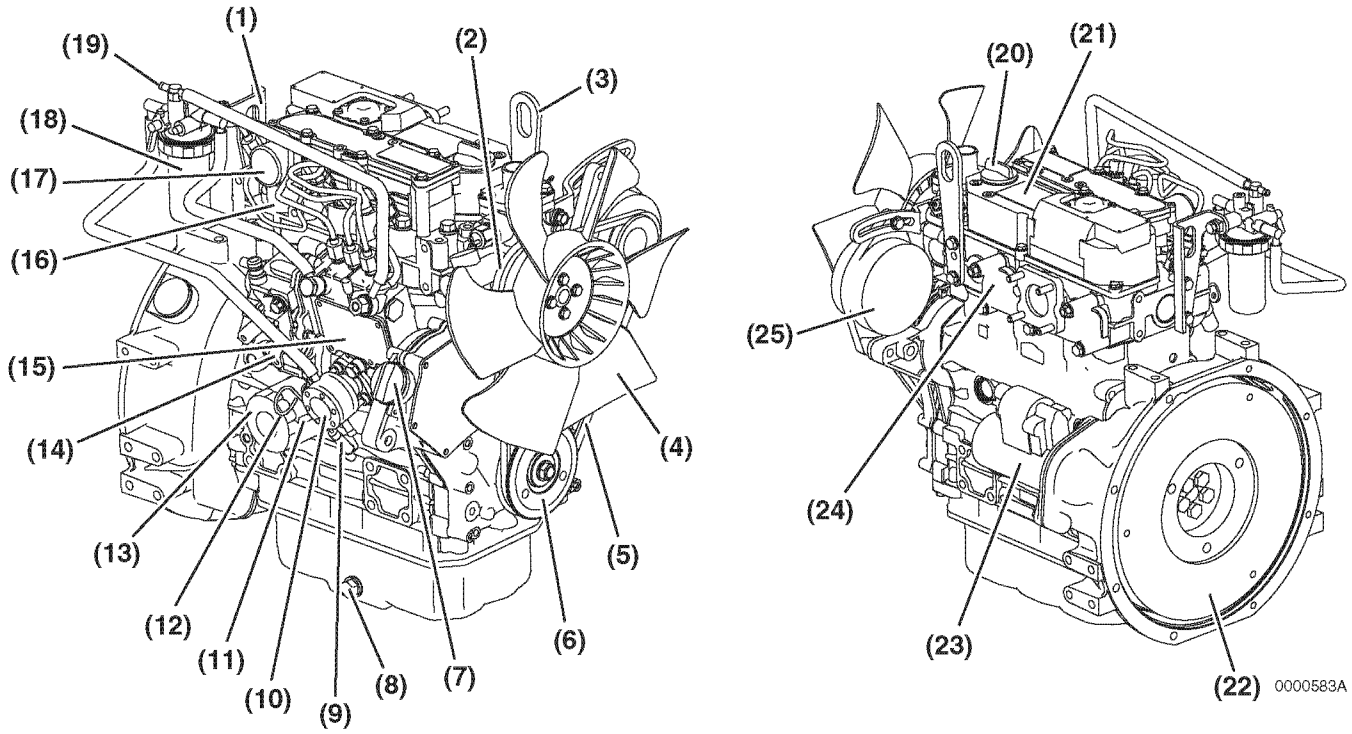

*Figure 1*
**Figure 1** shows where major indirect injection engine components are located.